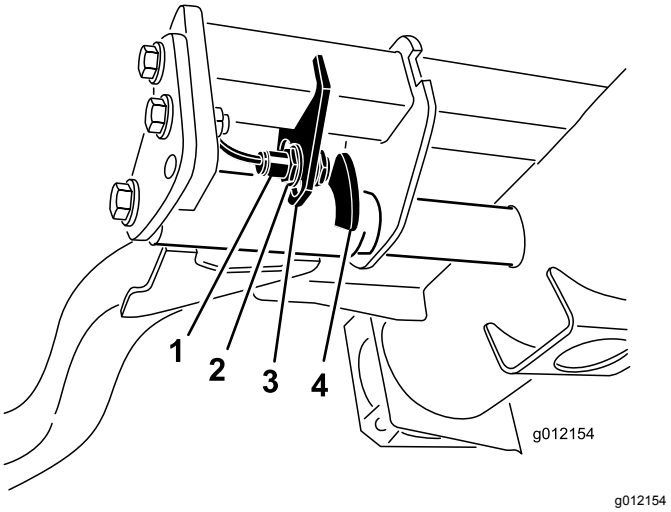

Figur 36
2. Lyftarmsbrytaren sitter under hydraultanken, bakom den främre, högra lyftarmen (Figur 36).
3. Lossa brytarens fästskruvar och flytta ned brytaren för att öka lyftarmens vändhöjd, eller flytta upp den för att minska vändhöjden (Figur 36).